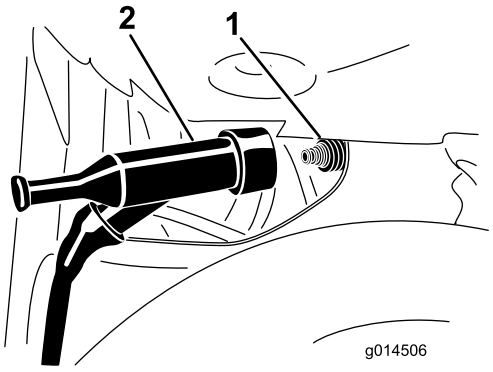

Figura 47
3. Desconecte el cable de la bujía del terminal de la bujía (Figura 47).
4. Conecte el cable de la bujía a presión en el terminal de la bujía (Figura 47).